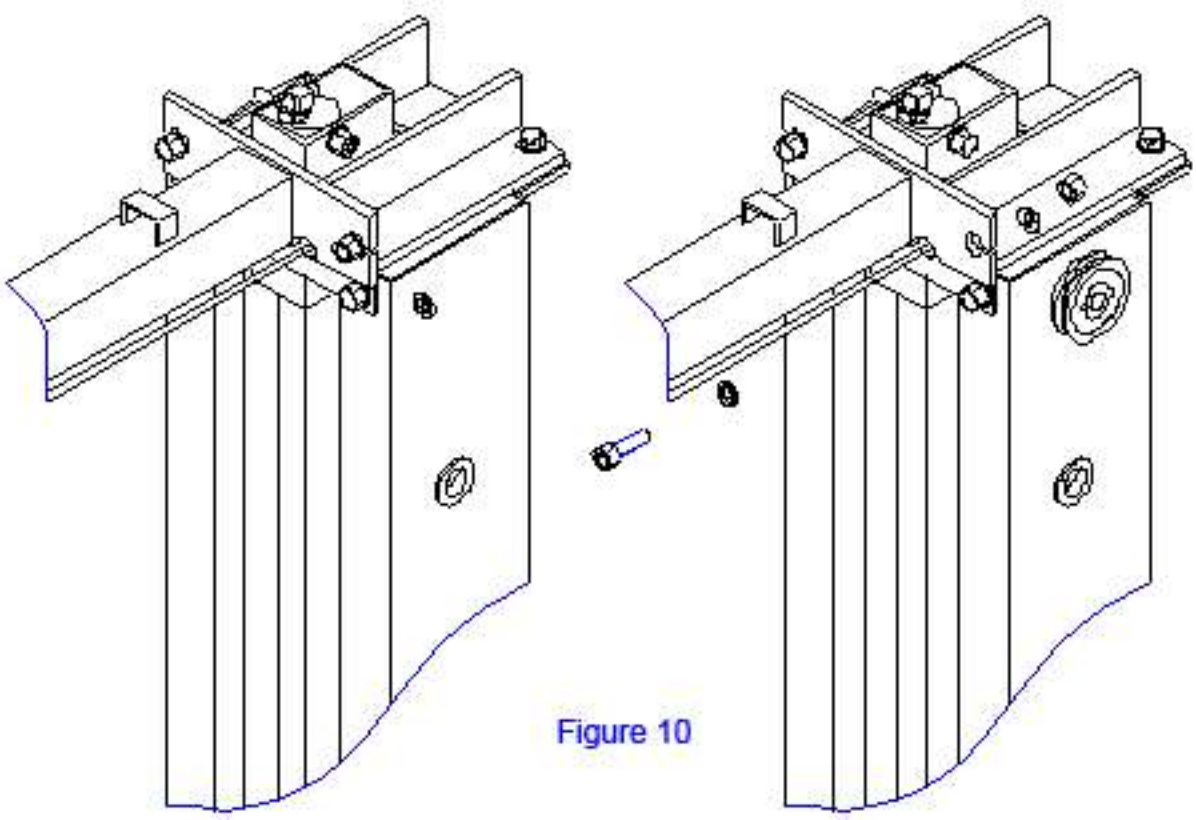

Figure 10
C. Attach the overhead beam to the uprights using 2 bolts, 2 washers, and 2 nuts on each side (Figure 10).